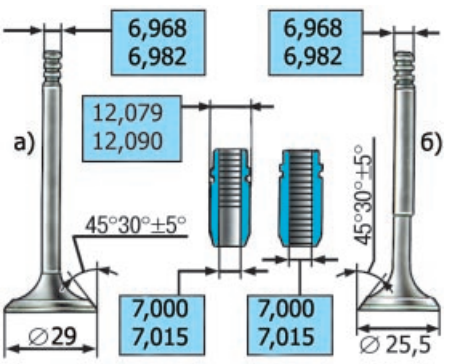

Рис. 5.12. Размеры клапанов и их направляющих втулок
49. Проверьте зазоры между направляющими втулками и клапанами. Зазор вычисляют как разность между диаметром отверстия во втулке и диаметром стержня клапана (рис. 5.12). Проверку зазора рекомендуется выполнять в специализированной мастерской, так как для измерения диаметра втулок нужен специальный инструмент (нутромер).